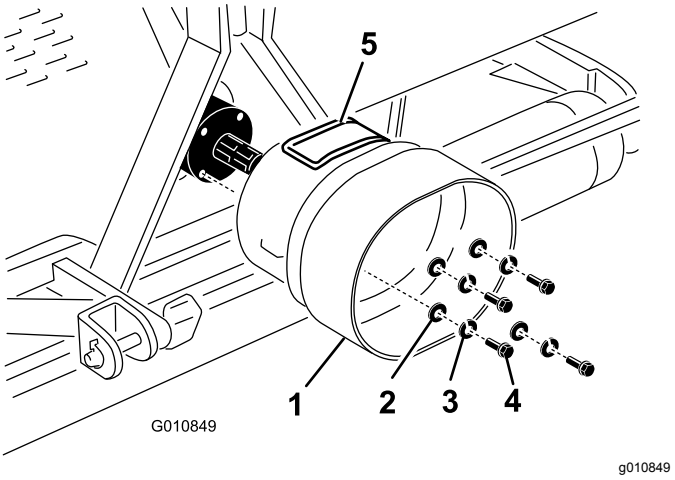

Rysunek 22
1. Odkręć 4 śruby i zdejmij podkładki sprężyste i płaskie zamocowane z tyłu przekładni aeratora (Rysunek 22).
2. Zamontuj osłonę PTO do przekładni aeratora za pomocą wcześniej zdjętych elementów mocujących (Rysunek 22).
Ustaw pokrywę dostępową (Rysunek 22) osłony PTO z góry lub z boku w zależności od konfiguracji ramy aeratora.
Informacja: W celu ułatwienia montażu elementów mocujących wałek sprzęgający możesz otworzyć pokrywę dostępową (Rysunek 22).